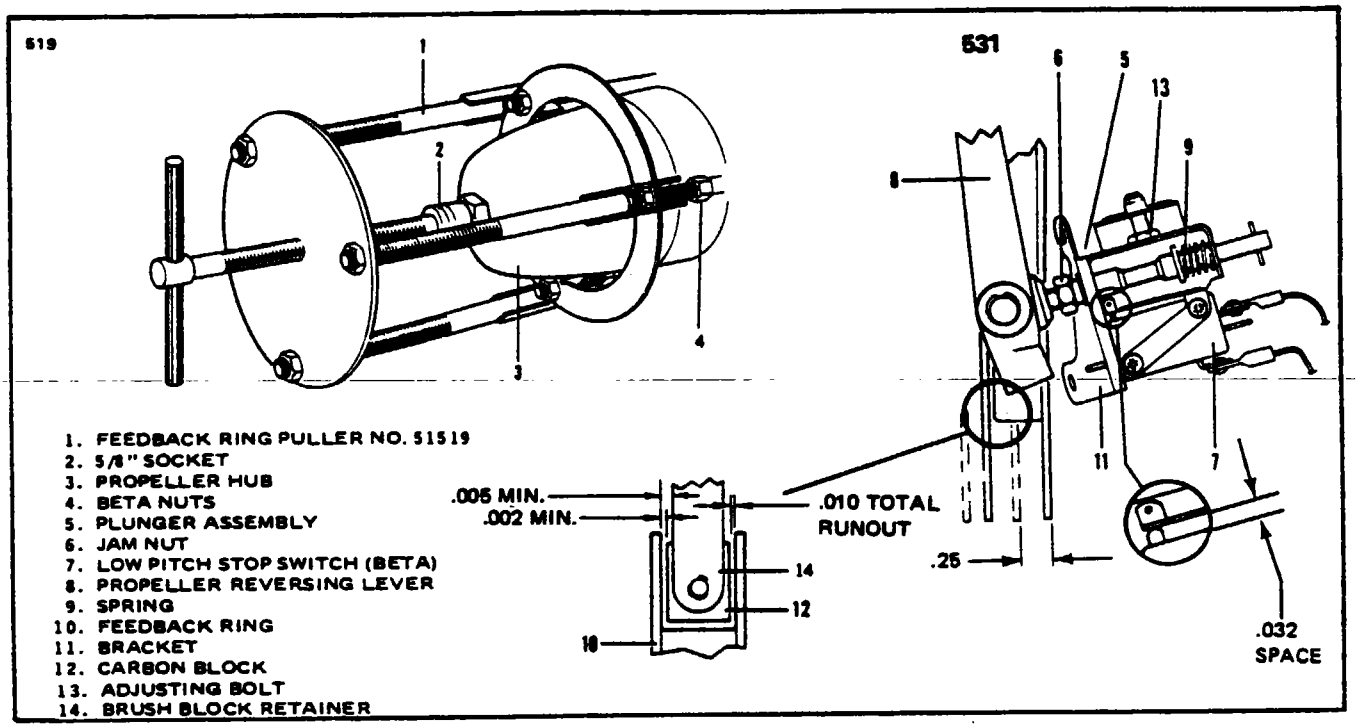

Figure 8-9. Low Pitch Stop Switch Adjustment
a. Check the feedback ring for run out and carbon block clearance. (Refer to Figure 8-9.)
8-48. LOW PITCH STOP SWITCH ADJUSTMENT. (Refer to Figure 8-9.) The low pitch stop switch is mounted on the engine reduction gear case and is actuated by the movement of the feedback ring and propeller reversing lever. Adjust the switch as follows: